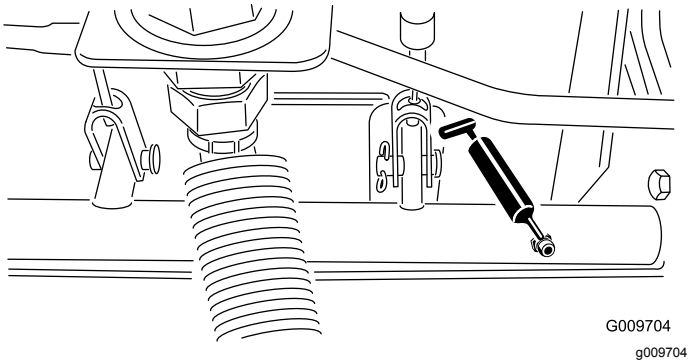

Rysunek 22
- Łożyska czopu czołowego wału hamulca (5) (Rysunek 22)